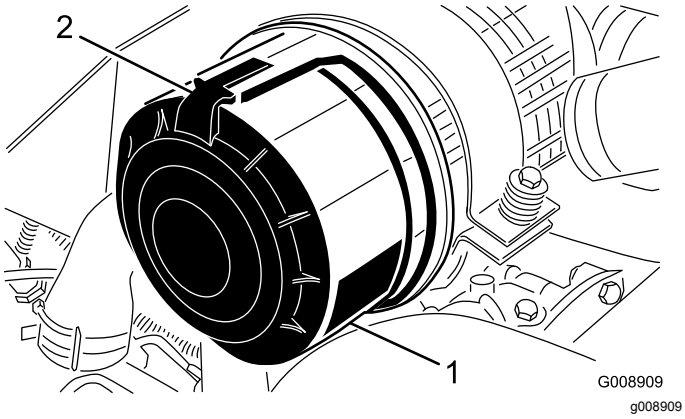

**Figur 96**
1. Lossa spärrhakarna som fäster luftrenarkåpan på luftrenarhuset (Figur 96).